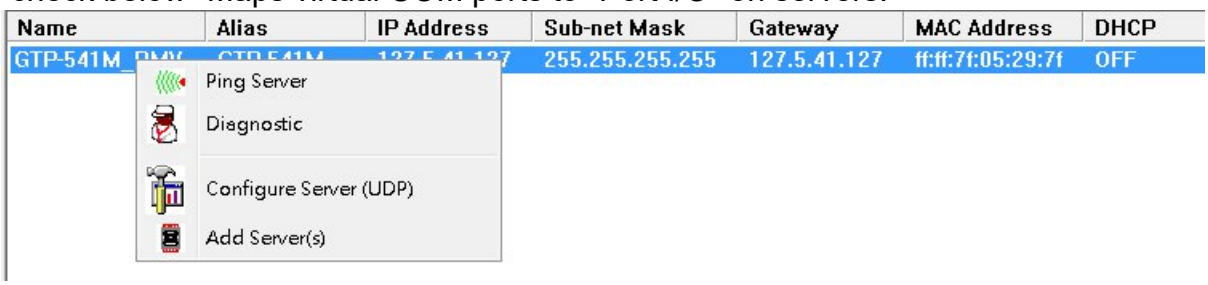
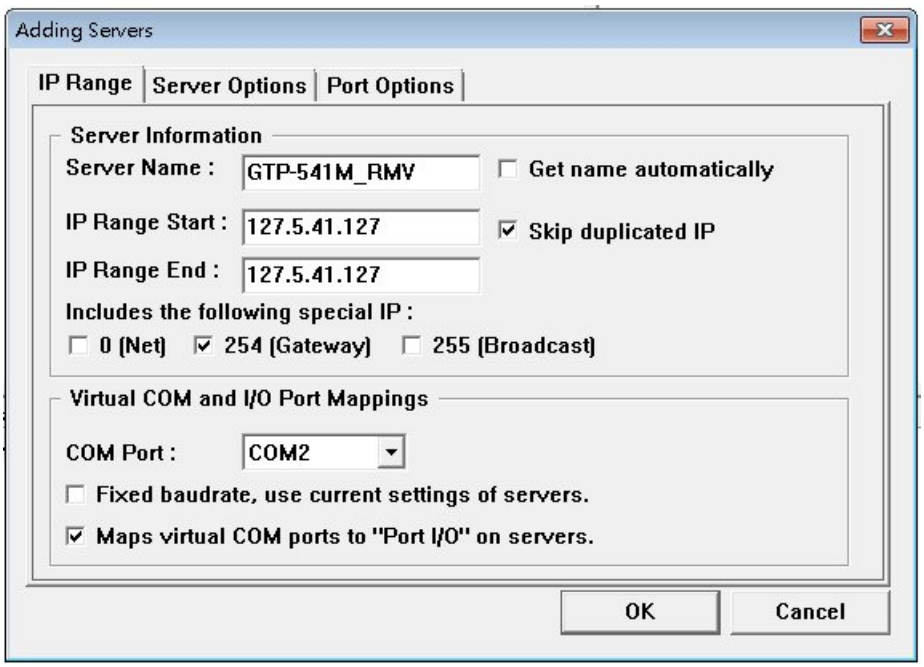

Figure 7.10.14
Figure 7.10.15
G. Right click on GTP-541M and select “Add Server” as shown in Figure 7.10.14. After clicking, the Adding Servers window will appear as shown in Figure 7.10.15. In this window, select “COM Port” in the Virtual COM and I/O Port Mappings block. And "check below" Maps virtual COM ports to "Port I/O" on servers.